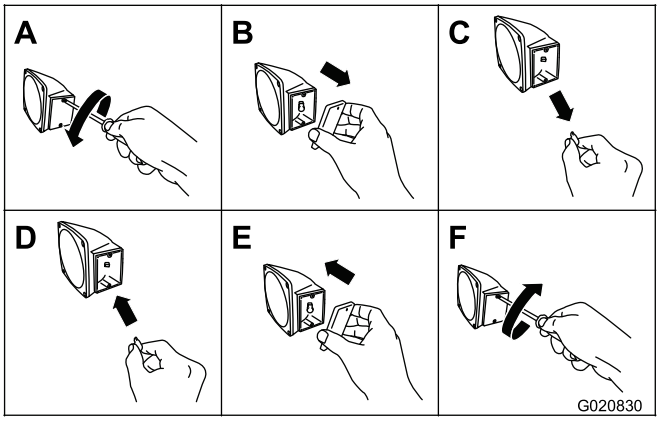

Figure 76
1. À l'aide d'un tournevis, retirez les 2 vis du petit verre rectangulaire sur le côté du feu (Figure 76).
2. Déposez le verre (Figure 76).
3. Sortez l'ampoule de la douille (Figure 76).
4. Poussez une ampoule neuve 168 dans la douille (Figure 76).
5. Reposez le verre et les 2 vis (Figure 76).